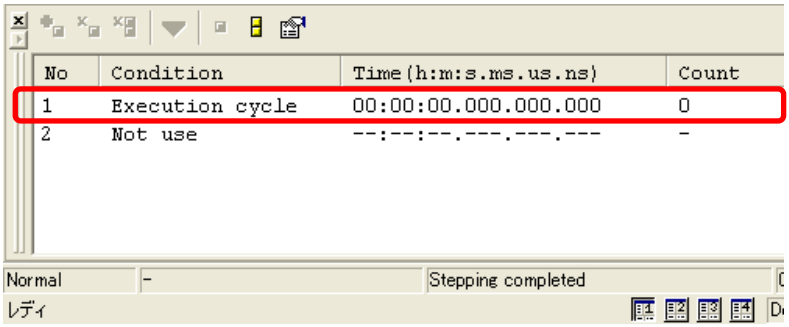

図 4.56　条件設定後のパフォーマンス解析ウィンドウ
(5) 図 4.56のようにパフォーマンス解析ウィンドウに設定が反映されますので、確認して下さい。